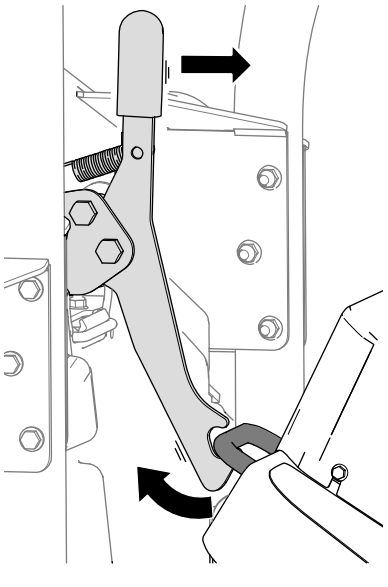

Figur 41
1. Lossa klippenhetens spärr från låsfästet (Figur 41) genom att vrida klippenheten något framåt (se Figur 39) och dra spärrhandtaget framåt.